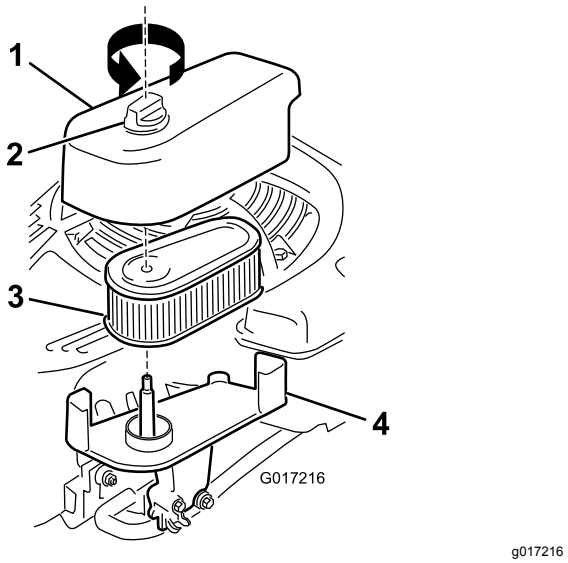

Bild 31
1. Lösen Sie die Befestigung und nehmen Sie die Luftfilterabdeckung ab (Bild 31).